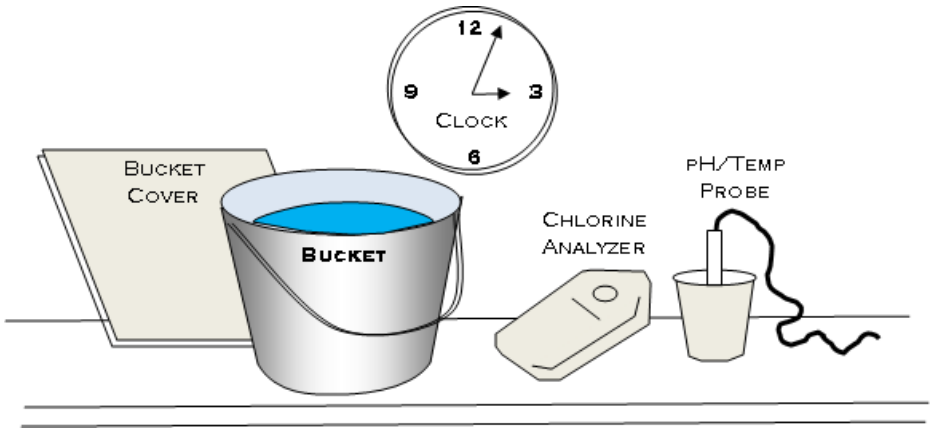

Figure 8. Equipment for a breakpoint curve special study (the same as for a 'Water Age Hold Study).
- Figure 8, below, shows what you need for a breakpoint curve special study.